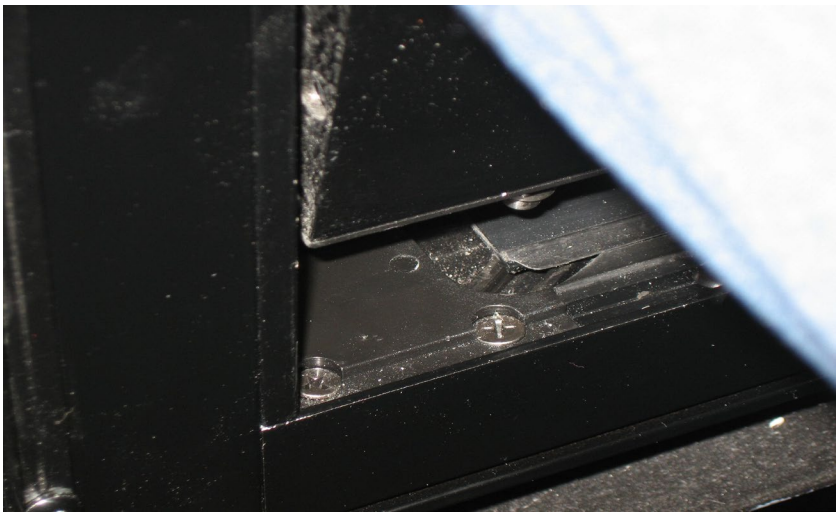

FIGURE 47: POSITIONING THE LOWER LEFT CORNER OF THE SASH
2. Position the left hand lower corner of the sash over the front cam follower block (Figure 47)